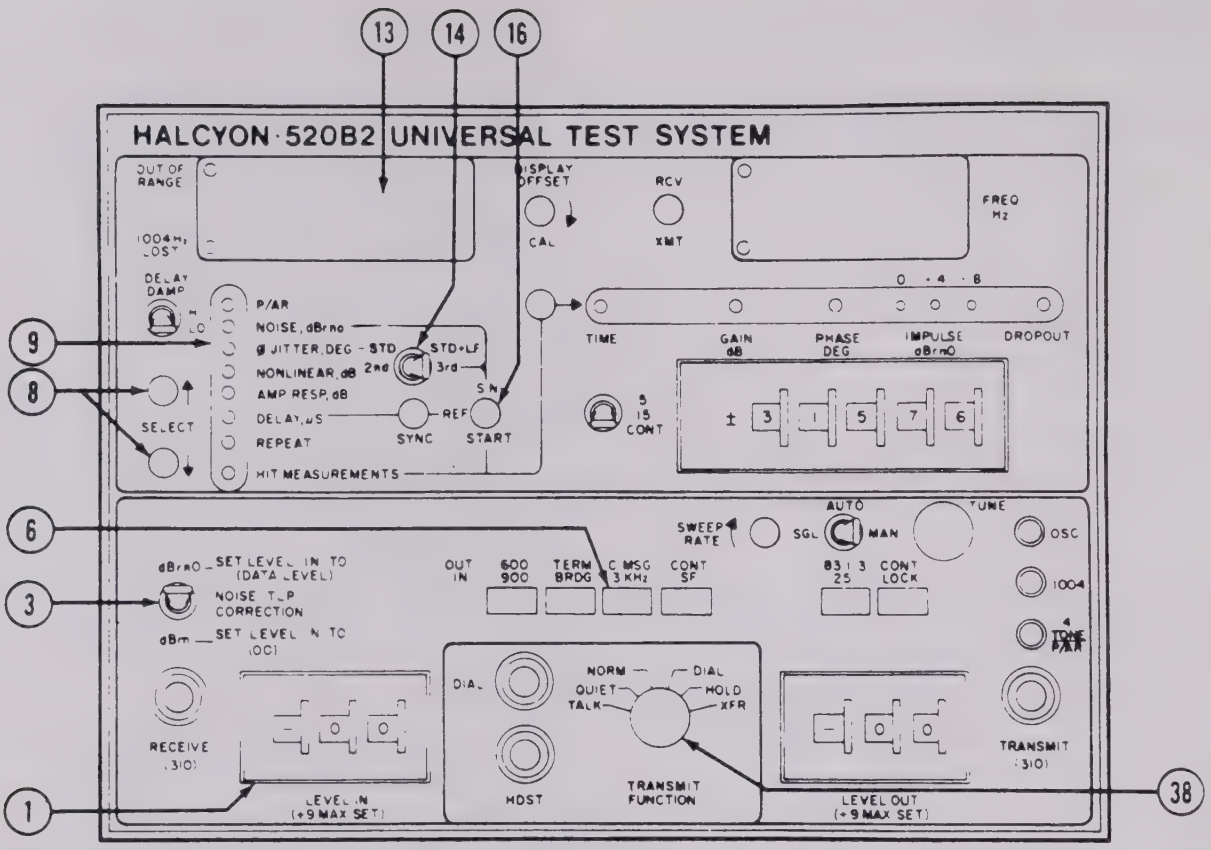

Figure 3-2. P/AR, NOISE, Ø JITTER, and NONLINEAR Mode Selection Controls
(1) P/AR. (See figure 3-2.) In the P/AR (Peak-to-Average Ratio) mode the transmitter generates a precisely controlled complex signal format of known peak-to-average ratio which is applied to the circuit under test. The P/AR test signal is distorted by impairments encountered during transmission over the circuit, resulting in changes to the signal peak-to-average ratio. The P/AR receiver measures the absolute peak and average values of the received P/AR signal and displays the ratio on a zero-suppressed scale (13). A P/AR rating of 100 signifies no signal degradation.
(2) NOISE. (See figure 3-2.) In this mode, the transmitter generates a precise 1004.0-Hz tone of low distortion for use as a holding tone in making noise-with-tone (notched noise) measurements. After transmission through the circuit under test, the received signal is passed through a notched weighting network and measured by a quasi-rms detector. The resulting noise measurement is displayed as an absolute dBrn or a relative dBrn0 value, depending upon the LEVEL IN attenuator (1) setting and the position of the NOISE/TLP CORRECTION switch (3). By depressing the S/N-REF-START pushbutton switch (16), the 1010-Hz notch filter is disabled, and the level of the holding tone is measured and displayed in the same dBrn/dBrn0 units as used for the noise measurement. By subtracting the noise reading from the tone reading, the signal-to-noise ratio may be conveniently derived with minimum computation.
(3) Ø JITTER. (See figure 3-2.) In the phase-jitter mode, a 1004-Hz tone is transmitted and peak-to-peak phase changes of the received holding tone are measured and displayed directly in degrees peak-to-peak. Standard (20 Hz to 300 Hz) or Standard Plus Low Frequency (4 Hz to 300 Hz) jitter components are displayed, depending on the position of the STD/STD+LF switch (14).
(4) NONLINEAR. (See figure 3-2.) In this mode, the transmitter generates two tone-pairs centered at 860 Hz and 1380 Hz. After transmission over the circuit under test, any resulting 2nd-order and 3rd-order distortion products are measured and displayed in dB (13) as a ratio relative to the composite rms value of the received dual tone-pair test signal.